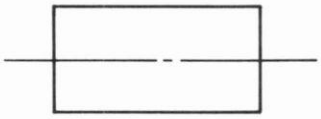
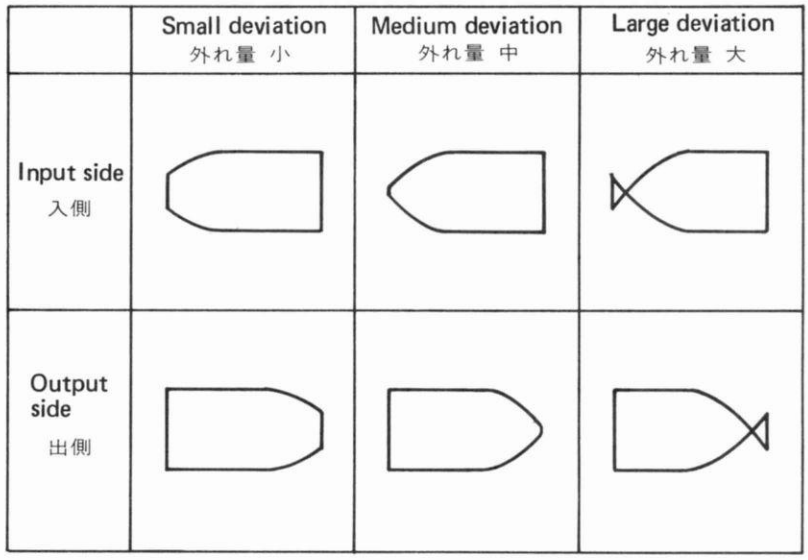

Fig. 3-10
Fig. 3-11
IV. Gently turn the screws on tops of both guide rollers alternately counterclockwise so that the envelope has the shape shown in Fig. 3-10. The shape of the envelope when the tape is running outside the drum lead is shown in Fig. 3-11.
Ⅳ. 両側のガイド・ローラーの頭部のネジを少しずつ互いに左に回し，エンベロープを図3-10の様な形状にする．テープがシリンダーのリードから外れて走行している場合のエンベロープの形状は，図3-11の様になります．
5. After the adjustment is complete, eject the tape, then load it again and confirm whether or not the envelope is as shown in Fig. 3-10. If it isn't, go back to 4, then perform adjustment again.
5．調整後，一度ＥＪＥＣＴし，再度ローディングを行いエンベロープが，図3-10の様な形状になっているかを確認する．なっていない場合は，再度４項に戻って調整する．